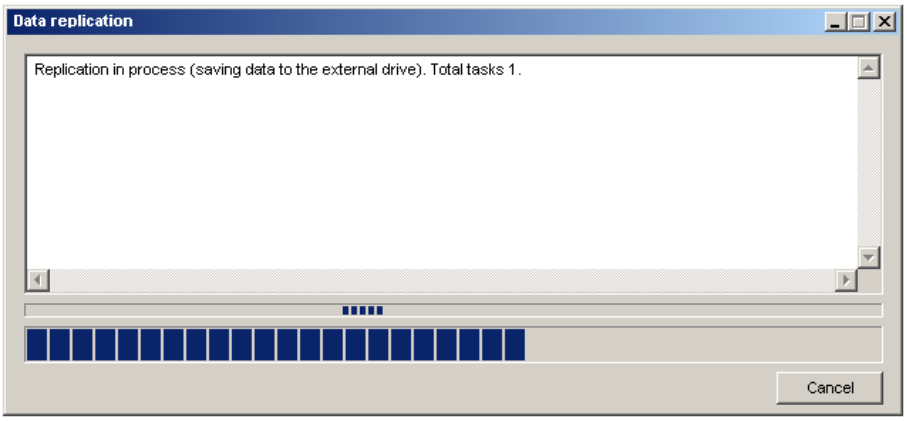

Figure 8.15-7 Archive copying
5. Wait when the data copying is complete (Figure 8.15-7).